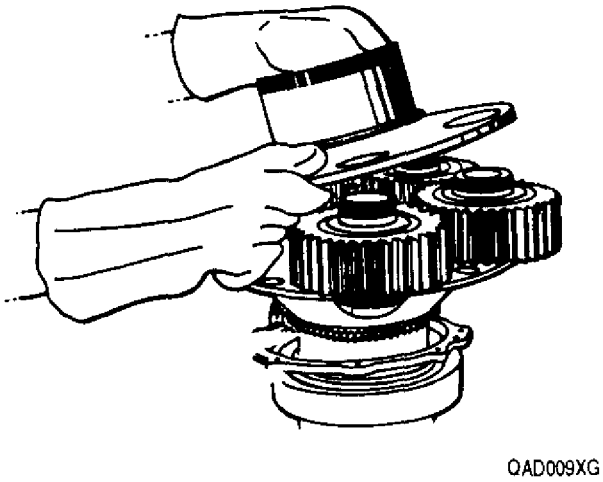

Figure 23. Installing Rear Carrier on Rear Journals
n. Install and secure rear carrier (33) as follows:
(1) Heat rear carrier to 300°F (149°C) maximum from 15 minutes to 4 hours in controlled oven and install on planet gear journals (figure 23). Match planet gear holes with assemblies as determined in step (b).